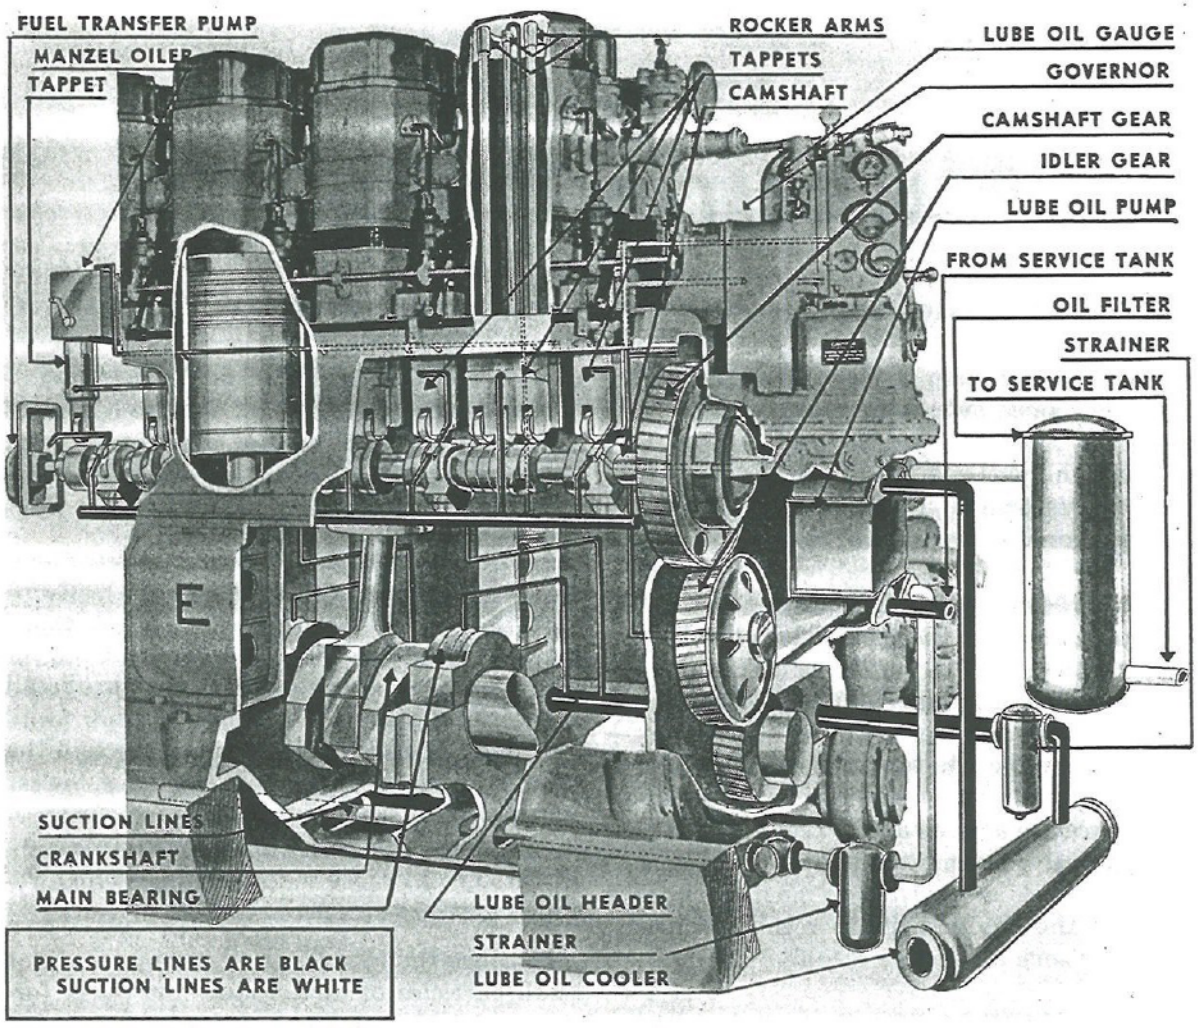
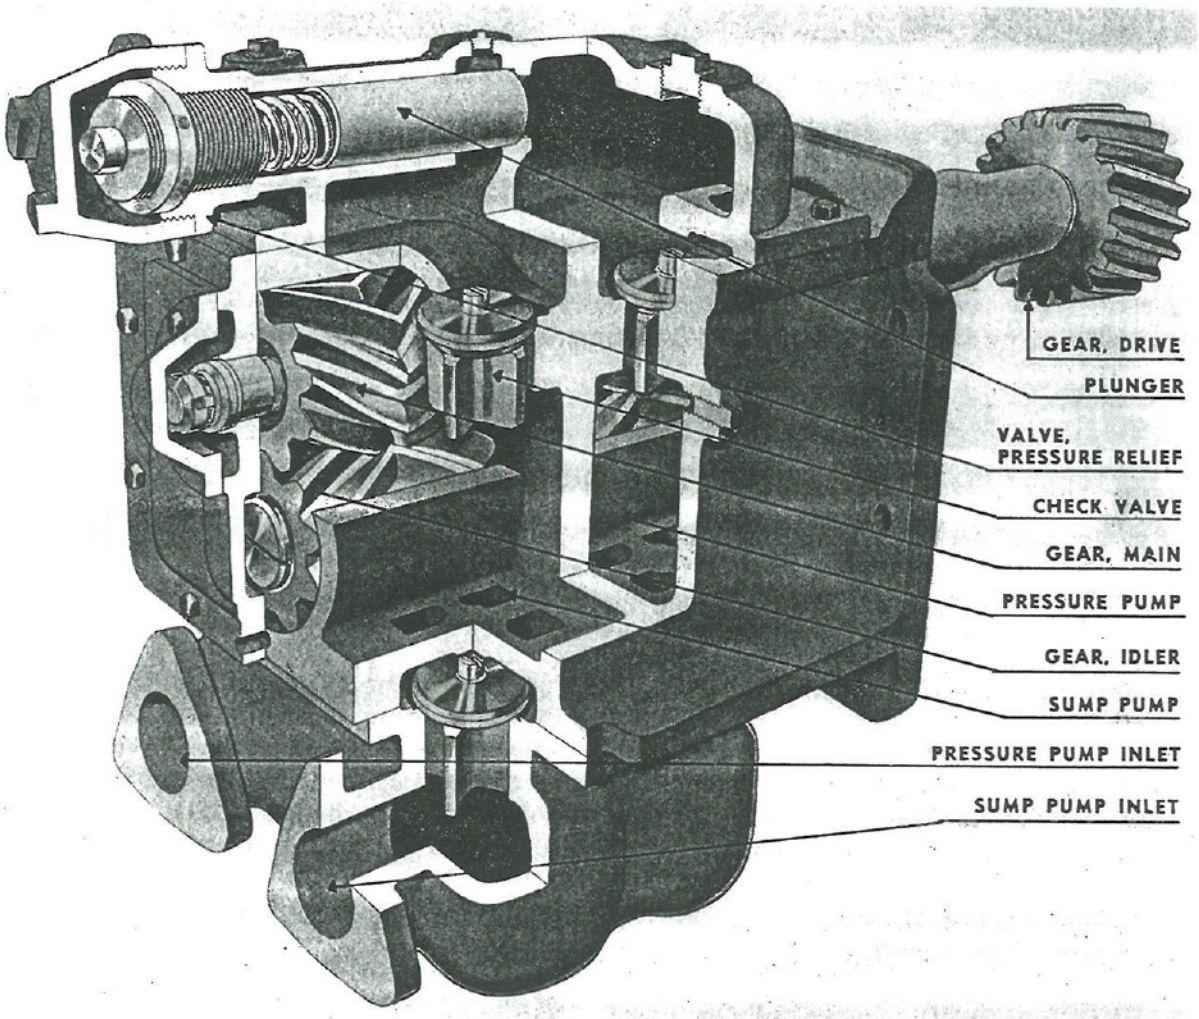
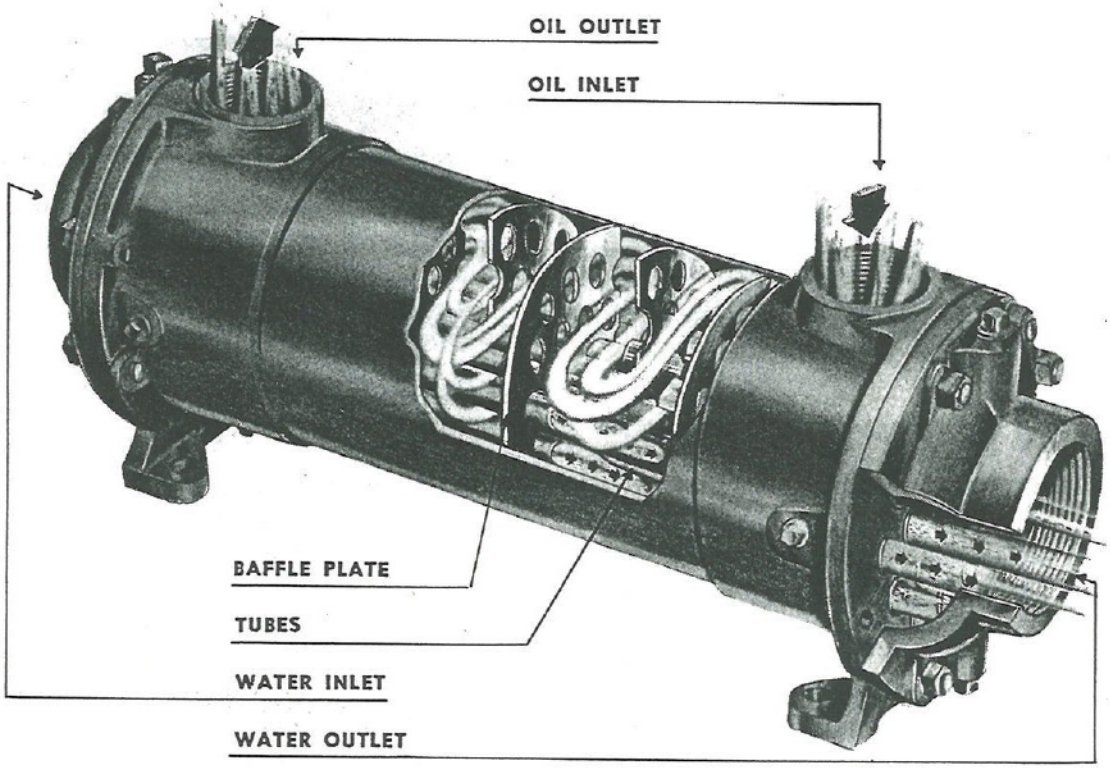
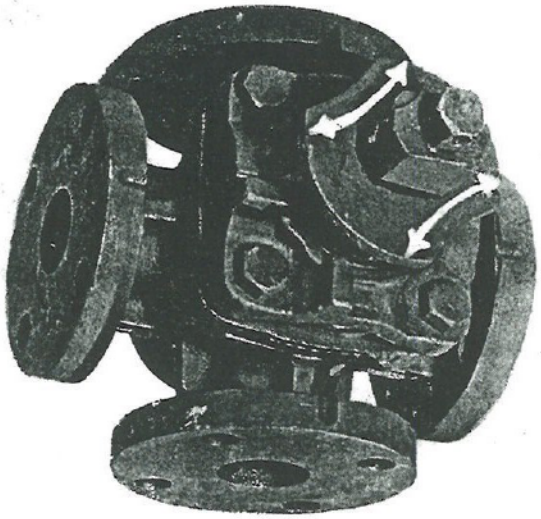

Fig. 11. Lubrication of Engine
Fig. 12. Cut Away View of Lubrication Pump
Fig. 15. Lubrication Oil Cooler
Fig. 17. Lubrication Four-Way By-Pass Valve
14. PARTS OF SYSTEM. The various parts of the lubricating oil system, with the exception of the oil storage tank and the service tank, are shown in Fig. 11. Operators will become familiar with the location of the parts illustrated.
pressure in order to lubricate the working parts efficiently. There are two pumps in the lubricating system, the high pressure pump which forces oil through the system, and the sump, or scavenger pump, which recovers the oil for re-use from the sump. Both pumps are the same in operation, and both are contained in the same housing, as shown in Fig. 11. They are separated by a partition in the housing, but are driven by the same shaft.
(2) In Fig. 12 the lubrication pumps are shown in a cutaway view to expose the working parts. The nearest pump is the pressure unit which supplies oil to the system. The pump in the rear is the sump, or scavenger, pump. Both have their intakes, or suction connections, at the lower front, and their discharge outlets at the upper front.
This describes the operation of the lubricating pumps when the engine is driving the ship ahead. However, Enterprise engines are direct reversible. To travel astern, the rotation of the engine is changed so that the propeller turns in an opposite direction. While in reverse the engine must be lubricated. Since the pumps are driven by the engine, their gears also turn in the opposite direction when the engine is operating in reverse. This would result in the discharge side of the pump becoming the intake side and the intake side becoming the discharge side. This situation does not occur, however, because a series of check valves are used. As shown in Fig. 12, these check valves are of the poppet type.
(2) In the drawing on the right, the check valves are shown in operation when the engine is reversed. The gears are turning in a reverse direction. The valve at the lower part of the first chamber is lifted off its seat by pressure. The oil coming in the intake passes through this opening to the gears. The gears in turn force the oil out into the second, or back chamber. The oil pressure lifts the valve at the top of this chamber, and the oil goes out through the discharge opening. Because there is no force or pressure on them, the valves that are lifted when the engine is operating in the ahead position remain closed.
e. *Pressure Regulating Valve.* (1) A relief valve mechanism is shown at the top of Fig. 12. This is the pressure regulating valve. With rotary pumps used to supply the oil system, the pressure with which the oil is delivered depends on the speed of the engine. Thus, when the engine is running at high speed the pressure and volume of the oil delivered by the pumps is increased. It is decreased when the speed of the engine is lessened. To prevent the oil pressure and volume from dropping below a safe minimum at low engine speeds, it is general practice to install pumps of a greater capacity than is required by the engine. As a further safeguard, the gear ratio is arranged so that even at lowest engine speeds, the pumps rotate fast enough to provide sufficient lubrication. The gear which drives the pumps is shown in Fig. 12 at the outside of the housing.
(2) While this arrangement assures the engine of obtaining oil at sufficiently high pressures, it is necessary to prevent the lubricating oil pressure from becoming excessive as the engine is speeded up. The pressure regulation valve does this. The valve consists of a housing or cylinder which opens into the pressure lubricating pump. Inside this housing a plunger is fitted with a spring that keeps it closed. When the pressure inside the pump is too great, the pressure works against the tension of this spring and opens the plunger. The excess oil creating the pressure then returns to the suction side of the pump.
(3) The pressure at which this valve will open, or "pop-off" is regulated by turning the adjusting screw. Turning this screw decreases or increases the tension of the spring and thus governs the pressure required to open the plunger. The proper pressure of lubricating oil in the Enterprise engine is 25 to 30 pounds per square inch when the engine is hot.
a. Referring again to Fig. 11, it is seen that the oil pumps are located on the front end of the engine. The lubrication oil is sent out by the pump in main supply lines, or headers, which in turn connect to smaller distribution lines. The lubricating oil is forced into the main lubrication oil header pipe, or main supply line, extending the full length of the engine down near the crankshaft. From this main supply line, branch lines lead off and connect in the top of the main bearing cap. These main bearing caps, as well as the upper halves of the main bearing shell, are drilled with a hole to permit the oil to enter the space between the bearings and the journals. Grooves are cut in the bearing surfaces of both halves and staggered so that they spread the oil evenly over the entire journal surface. Wherever shell bearings are used in Enterprise engines this policy is followed.
16. SECONDARY LUBRICATION OIL HEADERS. ***a.*** In addition to supplying lubrication to the main bearings, connecting rod bearings, piston pins, cylinder walls, gear train and other accessories, the main header, or supply line, also supplies oil to a secondary header. In Fig. 11, this secondary header, running the full length of the engine, is shown about halfway between the engine base and the top, or cylinder bonnets. A pipe with two elbows connects it to the main header below.
17. RETURN OF OIL. The oil, when released from pressure, returns to the sump. Fig. 11 shows the sump line through which this oil is recovered by the sump pump. The pipe is bent down to reach the oil which runs to the lowest part of the sump. This is located under the last cylinder. On the end of this pipe a coarse strainer is fitted to hold out of the system any pieces of metal or other material that might injure the sump pump. Before the recovered oil enters the sump pump it passes through a basket type strainer on the sump line which removes dirt and other substances. The lubricating oil is forced through the sump pump and back into the lubricating oil service tank. Before returning to the service tank, the oil passes through an absorbent type filter.
b. The lubrication oil cooler is a heat exchanger. In Fig. 11 the oil cooler is shown installed on the front end of the engine, and in Fig. 15 a cutaway view is shown of its interior. The hot oil on its way back into the engine enters the shell or chamber of the cooler under pressure and fills it completely. Cold sea water, or raw water, is pumped into the cooler and circulates through the chamber in tubes. Baffle plates, or irregularly shaped pieces of perforated metal, are placed in the pathway of the lubricating oil. These plates agitate the oil thoroughly to make certain that all of it contacts the tubes through which cold water is pumped. As the hot oil passes through the cold tubes, the heat in the oil is extracted by a process called heat exchanging. This process is explained in more detail in par. 31. When the oil leaves this cooler its temperature has been reduced to a point where it can be used again to lubricate the engine effectively.
b. The turning of a four-way valve permits the oil to by-pass the cooler. This is illustrated in Fig. 17, and is shown in position in Fig. 11 on the front end of the engine near the oil cooler. In the four-way valve, oil entering one side is ejected at a right angle to the line of entry. The arrows on the valve indicate the direction the oil will take. Thus, in the illustration, the arrows on the left show that the valve is set for the passage of oil from the top to the left side. In this position, the valve, if on the engine, would be by-passing the oil directly to the engine, but by turning the valve so that the arrows indicate a clear passage from the top to the right side, the oil would pass through the lubrication oil cooler. This valve is not a regulating valve, but must be set in the extreme position to either direct the flow into the cooler or into the engine. This valve can also be used to by-pass the cooler when that unit needs repairing.
other system besides the crankshaft splashing oil on them. This additional lubrication is accomplished by a Manzel oiler. The location of this oiler on the rear of the engine is indicated in Fig. 11.